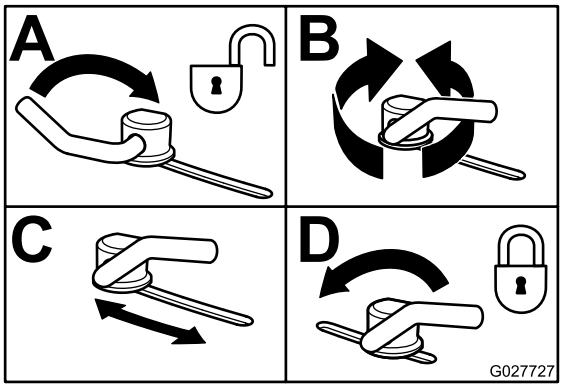

**Figuur 37**
3. Om de sluitnokken te verstellen, draait u de hendel omhoog om ze los te maken (Figuur 37).
5. Draai de hendel terug om de plaat en de sluitnokken vast te zetten (Figuur 37).